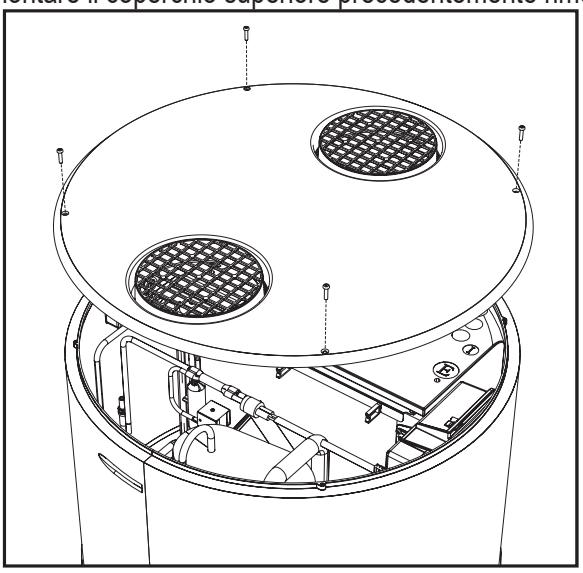

fig. 77- Rimozione del coperchio superiore
- Rimuovere il coperchio superiore svitando innanzitutto le viti di bloccaggio (fig. 77).